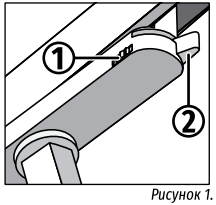

*Рисунок 1.*
- Выбор нужной фазы (1, 2 или 3) осуществляется поворотом диска переключателя адаптера ① до крепления в шинопроводе или после, Рис. 1.
- Зафиксируйте адаптер путем поворота фиксатора ②, расположенного на нем, Рис. 1.